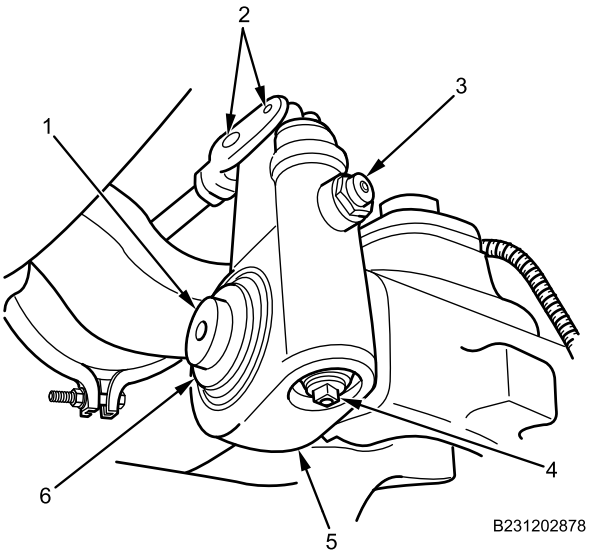

Figure 4. Two-Pin Slack Adjuster Installation.
1. Install slack adjuster assembly (Figure 4, Item 5) and washers onto brake S-camshaft (Figure 4, Item 1) and secure with snapring (Figure 4, Item 6).
2. Check end play between brake S-camshaft (Figure 4, Item 1) and slack adjuster assembly (Figure 4, Item 5) with dial indicator. Desired end play is 0.000-0.060 in. (0.00-1.5 mm).
3. If end play is not within specifications, remove snapring and install washers as necessary onto brake S-camshaft (Figure 4, Item 1). Secure slack adjuster assembly (Figure 4, Item 5) with snapring (Figure 4, Item 6). Repeat steps 2 and 3 as necessary.
4. Disengage pull pawl (Figure 4, Item 3) by lifting up from slack adjuster (Figure 4, Item 5).
5. Rotate manual adjusting nut (Figure 4, Item 4) clockwise until clevis pin holes (Figure 4, Item 2) line up with slack adjuster clevis pin holes.